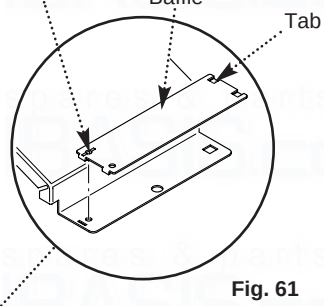

Fig. 61
4. Remove the spring clips retaining the air box side baffle plates. Disengage the tabs on the baffles from the slots in the fan hood (Fig. 61).